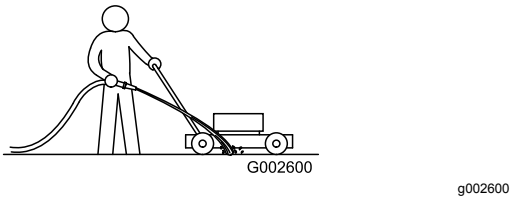

Figur 23
1. Spruta en vattenstråle framför det **högra** bakhjulet medan motorn är igång och gräsklipparen befinner sig på en plan stenbelagd yta (Figur 23).